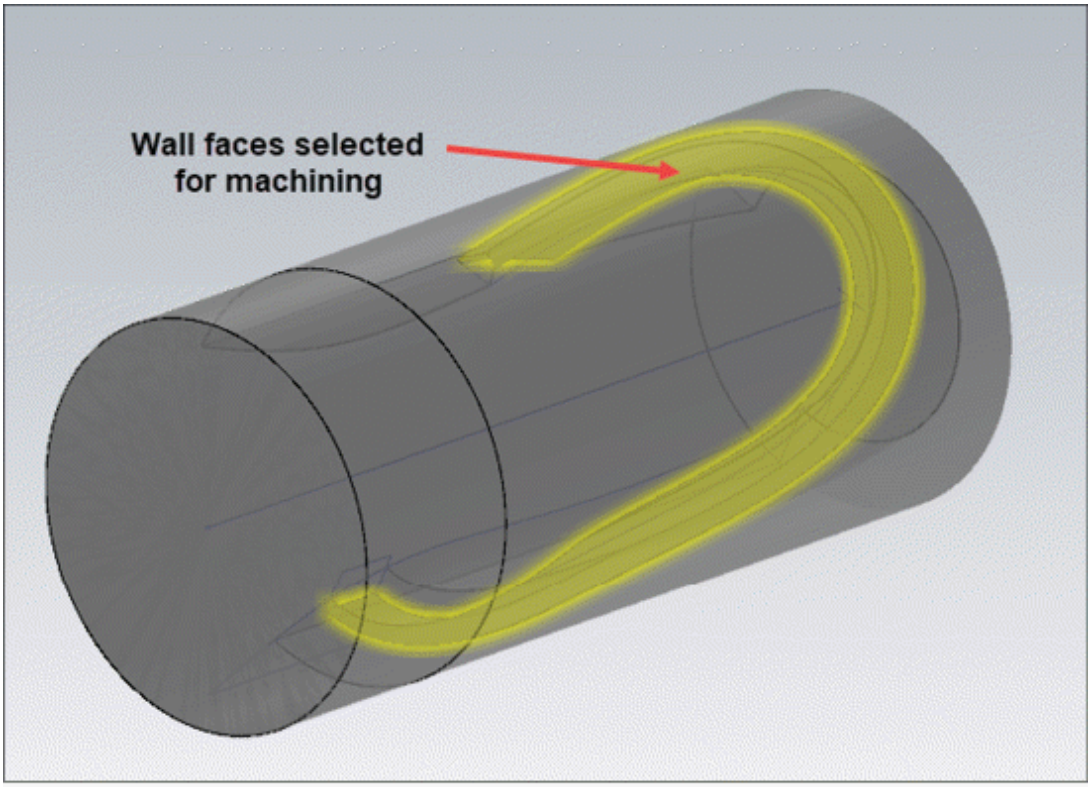

Figure-56. Wall faces selected for machining
- Click on the **Select** button for **Machining geometries** option from the **Part definition** area of the dialog box and select desired faces to define walls of part to be machined; refer to Figure-56.